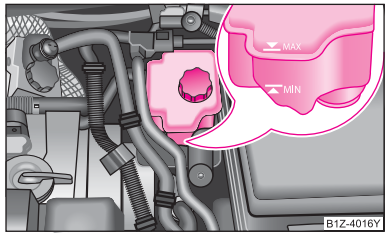

图 141 发动机舱：制动液储液罐
– 检查储液罐中的制动液液位 ⇒ 图 141。液位应始终处于标记“ MIN （下限）”和 “MAX （上限）”之间。